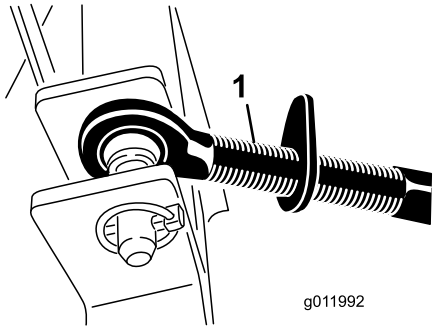

Figur 4
1. Anslut den övre länken till hålen i blåsfästet och fäst den med en sprintbult och hjulsprint (Figur 4).